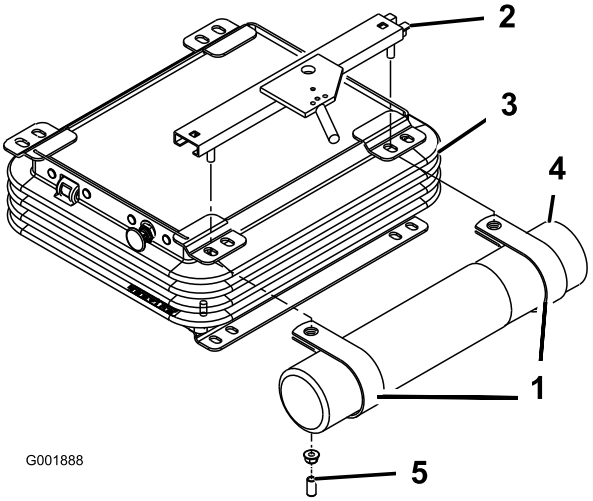

Figur 7
2. Fjern de to mutterne og vinyllokkene (dersom tidligere installert) som fester den øvre setebraketten til den venstre siden av seteopphenget (Figur 7).
3. Monter R-klemmene løst i setebrakettens bolter med de to mutrene som allerede er fjernet. (Figur 7).
4. Monter håndbokrøret på R-klemmene, og stram mutterne (Figur 7).